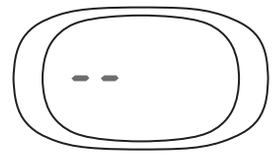

Рис. 2. Выключение котла
- После подключения к котлу электропитания в течение 5 сек. на дисплее будет высвечиваться версия программного обеспечения электронной платы котла, после чего высвечиваются 2 черточки – индикация выключенного котла (рис. 2).